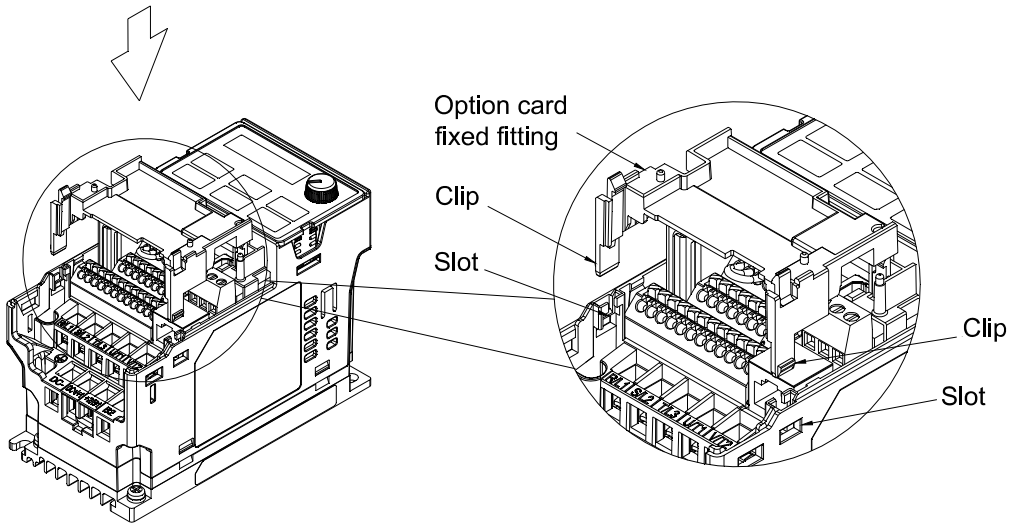

Fig. 8-1
3. As shown in Fig. 8-1, aim the two clips at the option card fixed fitting.